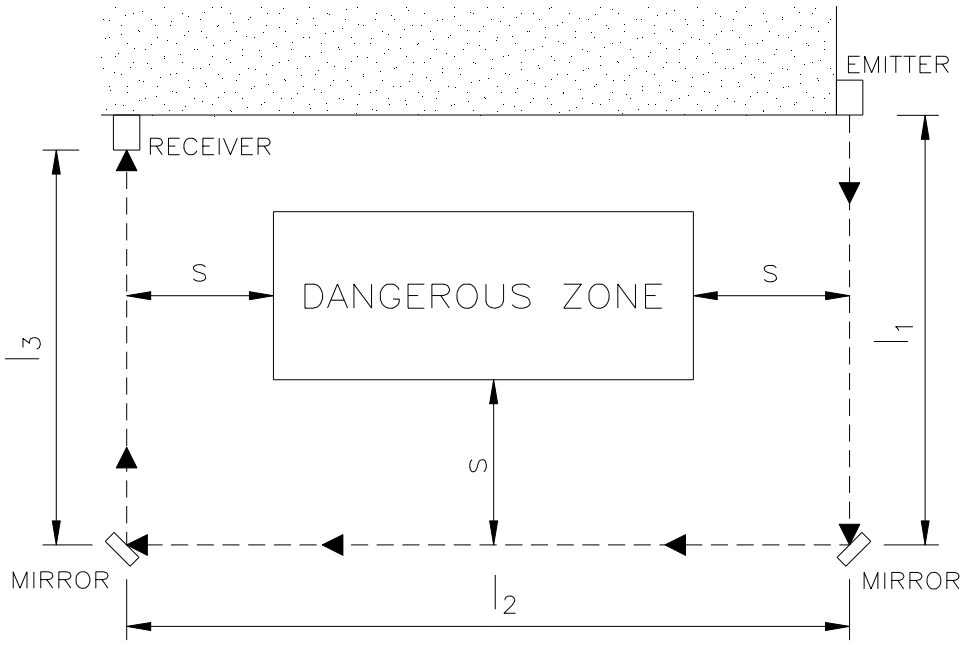

Figure 18
- Place the mirrors so as to ensure compliance with the minimum safety distance ***S*** (Figure 18) on each side from which the danger zone can be accessed.